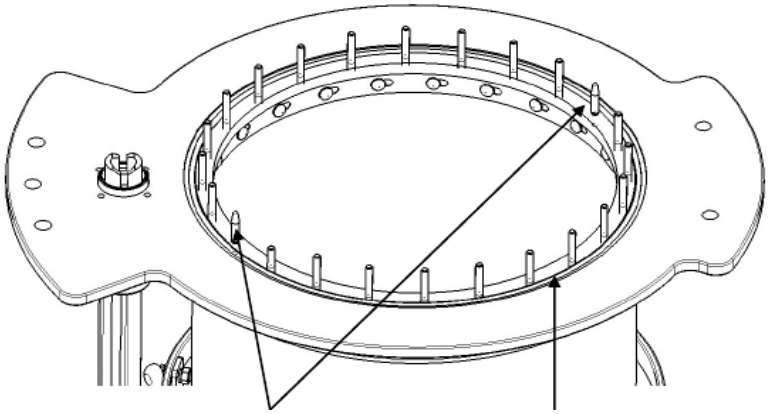

Рис. 15
1. Перед опусканием крышки бака трансформатора колокольного типа следует сначала очистить поверхность опорного фланца воздушной камеры контактора. На опорном фланце поставьте уплотнительное кольцо (Рис. 15). Вытащите вкладыши.